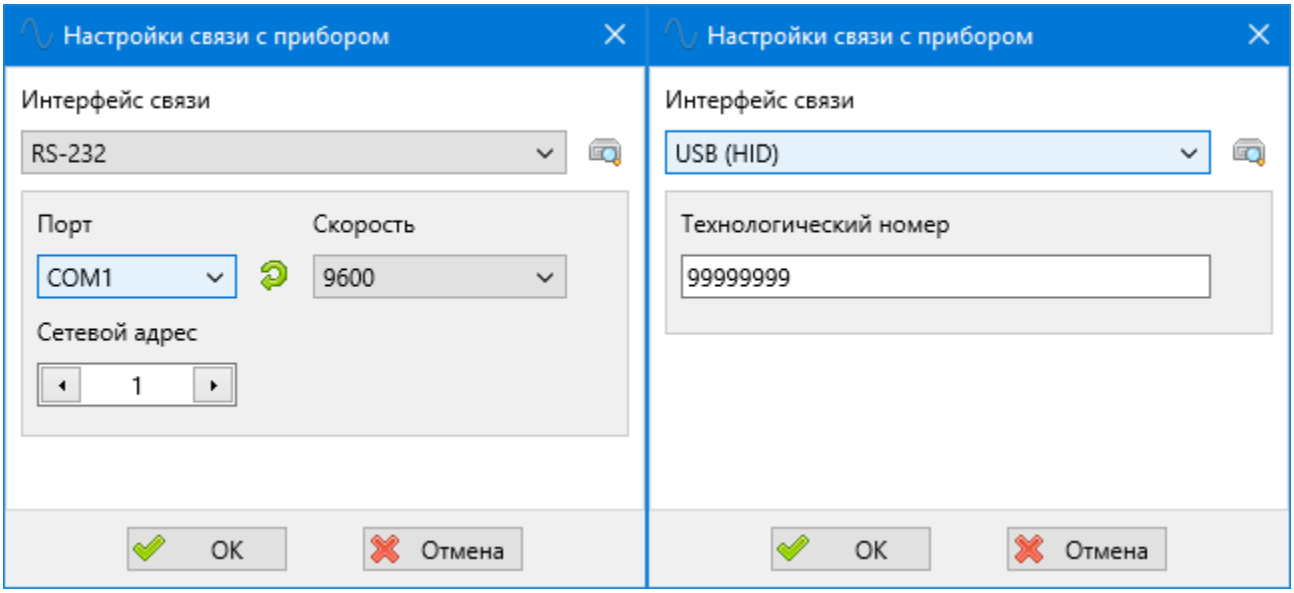

Рис. 7.6 – Окно настроек подключения блока управления к компьютеру
7. Проверить и, при необходимости, изменить настройки подключения блока управления аэродинамической установкой к компьютеру через главное меню программы калибровки «Настройки» – «Связь с прибором» (рис. 7.6);